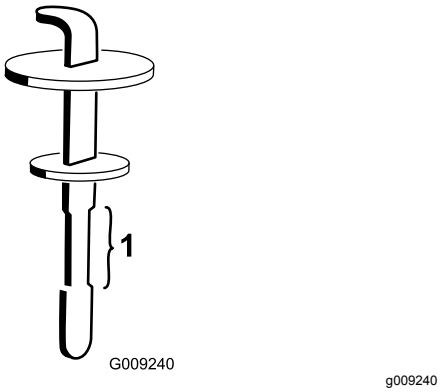

Figur 134
5. Ta ut oljestickan ur påfyllningsröret och torka av den med en ren trasa. För in oljestickan i påfyllningsröret, och ta sedan ut den igen och kontrollera oljenivån (Figur 134).